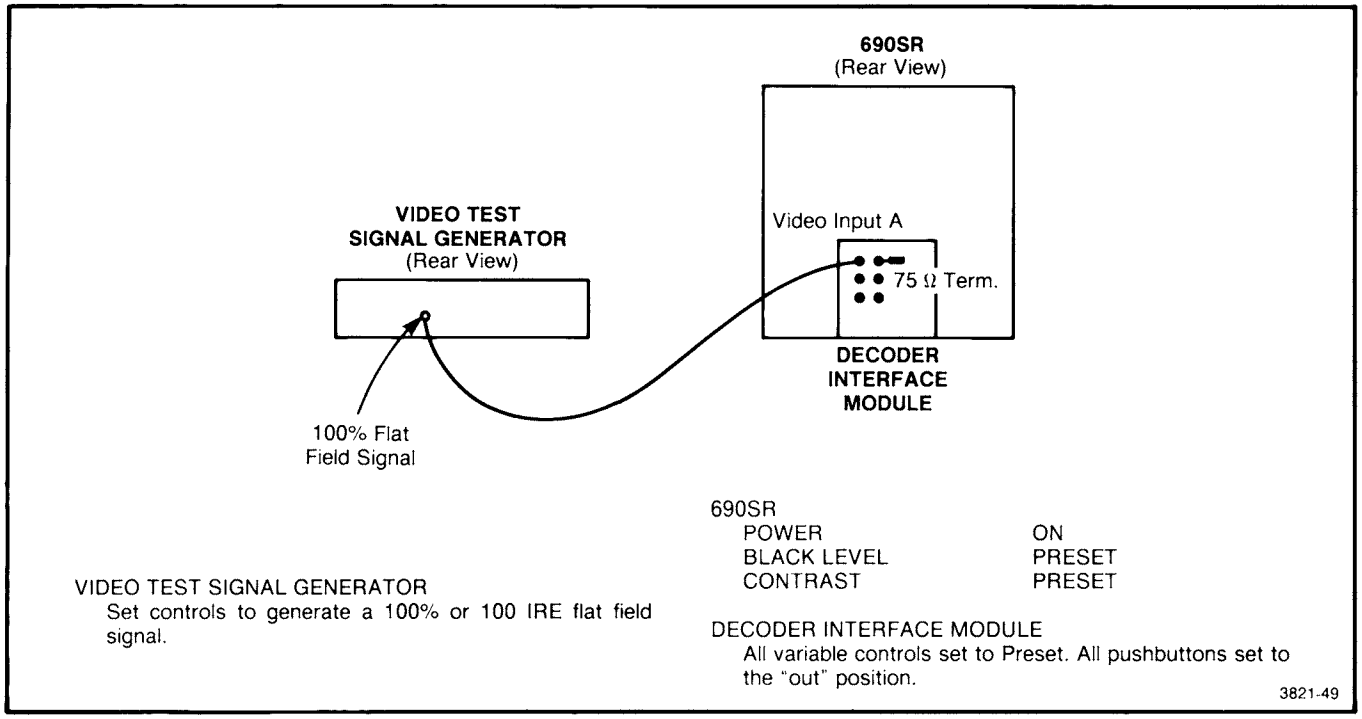

Fig. 6-5. Initial setup conditions for step 7.
a. Use the same equipment setup conditions and control settings as shown in Fig. 6-5. Check that the room lighting is set to a low level.
a. Use Fig. 6-5 as a guide for the equipment setup conditions and front-panel control settings, except use a convergence crosshatch pattern signal.